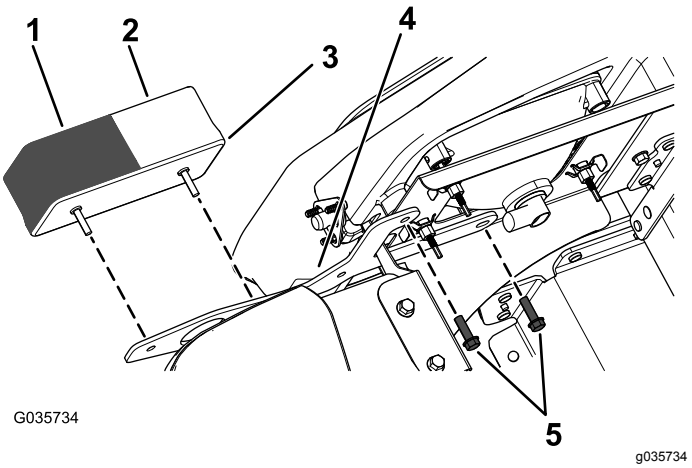

Figure 2
3. Fixez le nouveau feu de position/clignotant avant sur le support à l'aide des 2 vis retirées précédemment (Figure 2).
Remarque: Veillez à placer le verre transparent (feu de position) à l'intérieur et le verre orange (clignotant) à l'extérieur (Figure 2).